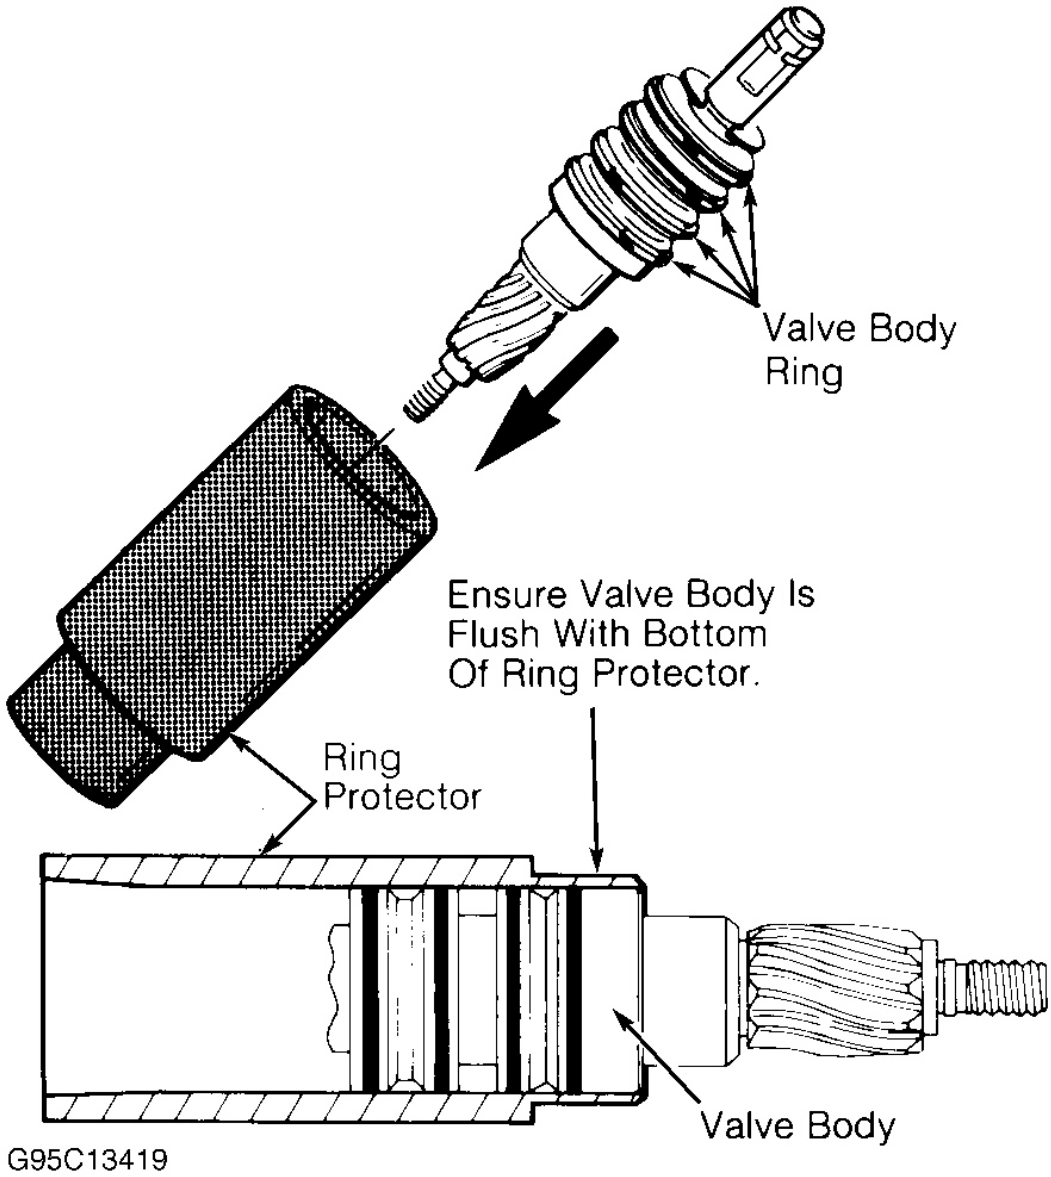

Fig. 12: Setting Valve Body Rings
2. Install pinion and valve assembly into Ring Protector (J-37090). See **Fig. 12** . Position valve assembly in ring protector so valve body is even with bottom of protector. Allow rings to rest inside ring protector for about 3 minutes so valve rings will size properly.